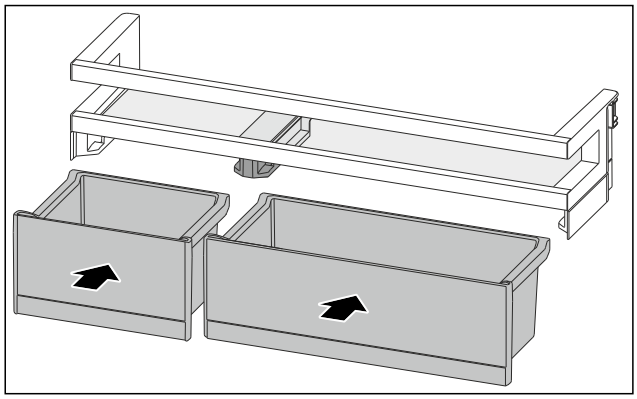

Fig. 136
▶ VarioBoxen in gewijzigde toewijzing plaatsen. (zie Fig. 136)